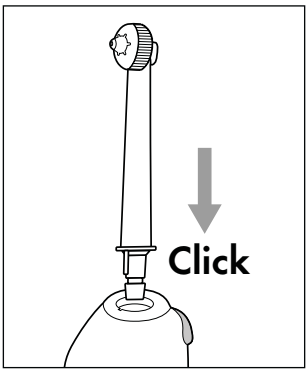

Fig. 2
► If used daily, replace the nozzle attachments ❷ after no more than six months.
► Use only original nozzle attachments ❷. Information on ordering replacement nozzle attachments ❷ can be found in the section ***Ordering replacement parts***.
- Make certain that the appliance is switched off before attaching or removing the nozzle attachment ❷.
- Fit a nozzle attachment ❷ onto the hand unit ❹. Press the nozzle attachment ❷ into the opening until the nozzle attachment ❷ audibly engages in the hand unit ❹. Ensure that the guide tab on the lower end of the nozzle attachment ❷ is aligned with the corresponding groove in the opening on the hand unit ❹ (see Fig. 2).